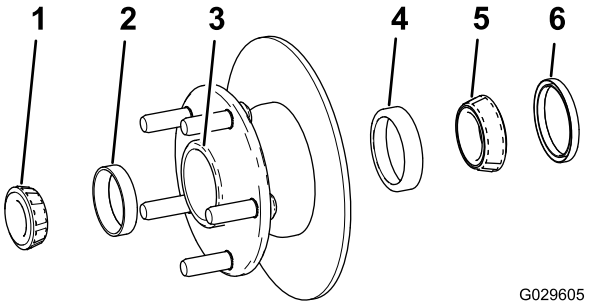

Figur 32
1. Avlägsna det yttre lagret och lagerbanan från navet (Figur 32)
2. Avlägsna tätningen, det inre lagret och lagerbanan från navet (Figur 32)
5. Avlägsna allt fett, smuts och skräp från håligheten i navet (Figur 32).
7. Montera de inre och yttre lagerbanorna på navet (Figur 32).
8. Fyll navets hålighet till 50–80 % med angivet fett (Figur 32).
9. Montera det inre lagret på banan på navets insida, och montera tätningen (Figur 32).